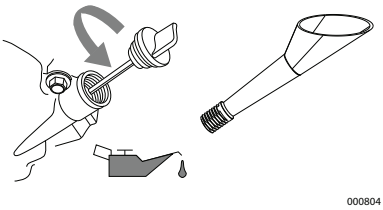

Figura 2-7. Retire la varilla de medición
3. Retire la tapa de llenado de aceite y limpie la varilla de medición. Vea la *Figura 2-7*.